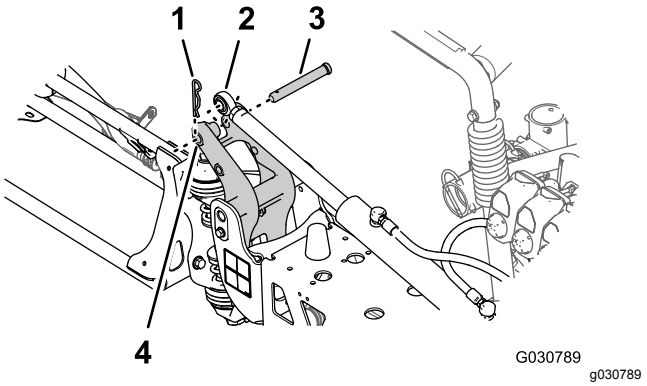

**Figur 101**
6. Juster stangenden af løftecylinderen, så den passer med hullet 25 mm i hornet på drejefittingen (Figur 101).
7. Fastgør løftecylinderen til drejefittingen med gaffelbolten og låseclipsen (Figur 101), som du afmonterede i trin 3 i Afmontering af løftecylinderen (side 28).